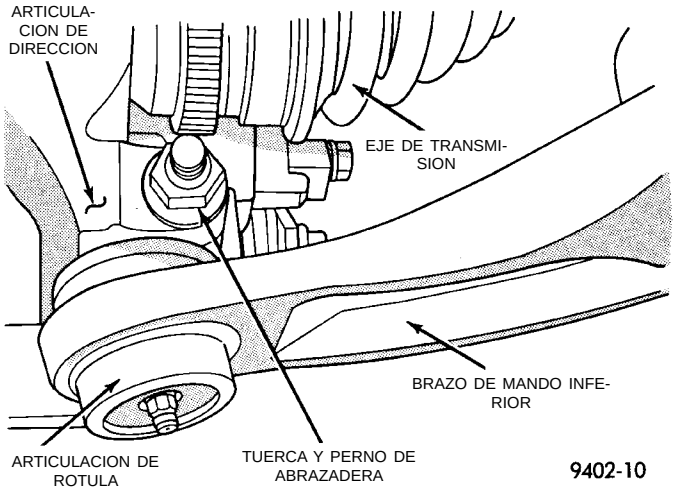

Fig. 10 Desmontaje del perno de abrazadera de la articulación de dirección
(11) Retire la tuerca y perno (Fig. 10) que sujetan el espárrago de la articulación de rótula en la articulación de dirección.